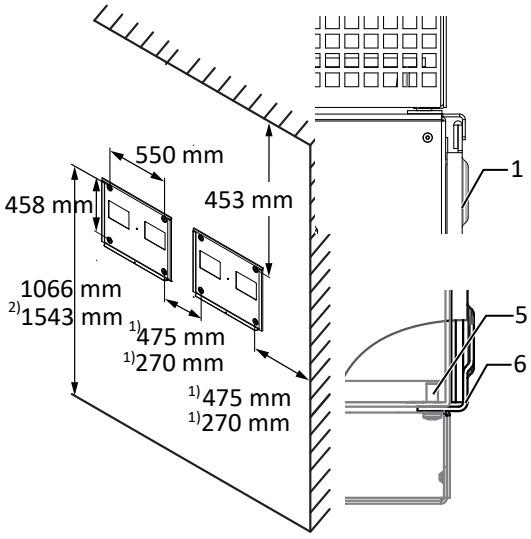

Fig. 13: Wall mounting
- Minimum clearances to be observed during installation: [See figure 13 [▶ Page 23]
2. Insert the device via the mounting bracket angle into the upper support bracket. Fully place the device onto the lower angle bracket so that the rear side of the device sits flush against the bracket [See figure 13 [▶ Page 23].